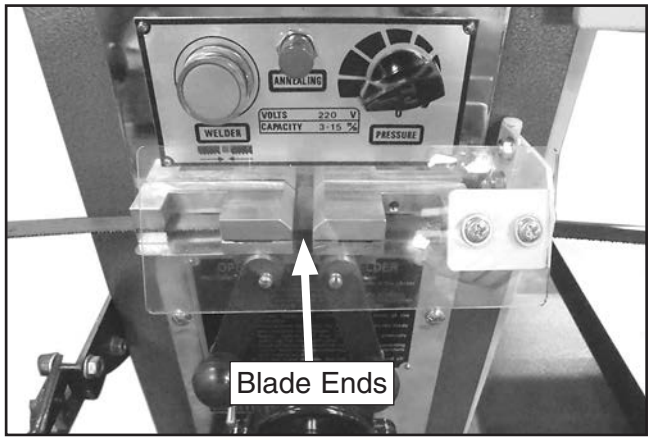

Figure 12. Blade ends in correct position for welding.
7. Place the other blade end in the left welding clamp. Position it so that it evenly butts up against the opposing blade end, then clamp it in place by rotating the left clamp lever up (see **Figure 12**).